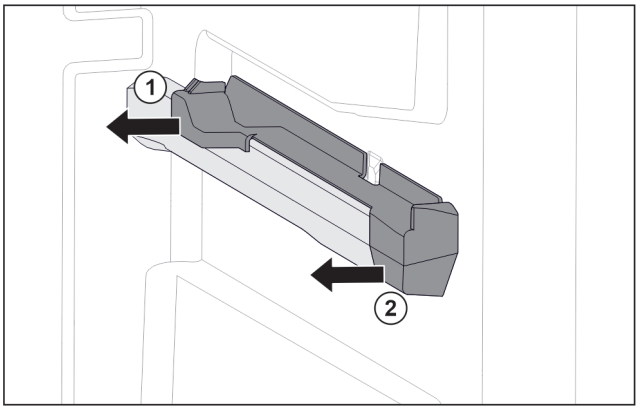

Fig. 131 Aufsteckteil auf der rechten Behälterrippe
- ▶ Aufsteckteil hinten zur Seite abziehen. *Fig. 131 (1)*
- ▶ Aufsteckteil vorne zur Seite abziehen. *Fig. 131 (2)*